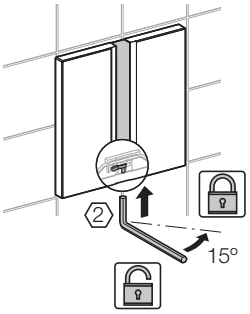

afbeelding 1
- afdekplaat met infraroodlens en vergrendeling met inbussleutel nr. 2 [afbeelding 1]